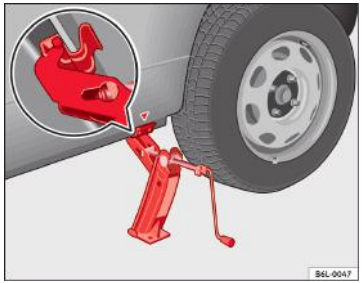

Fig. 147 Instalarea cricului
– Amplasați cricul astfel încât brațul acestuia să se fixeze în jurul nervurii de sub pragul ușii; placa aflată la baza cricului trebuie să se sprijine pe sol, pe întreaga sa suprafață ⇒ fig. 147.